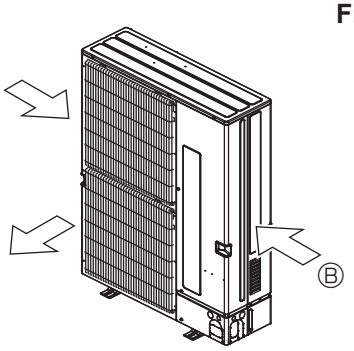

Fig. 2-4
③ Coloque la unidad de manera que la salida de aire sople en dirección perpendicular a la dirección estacional del viento, si la conoce. (Fig. 2-4)